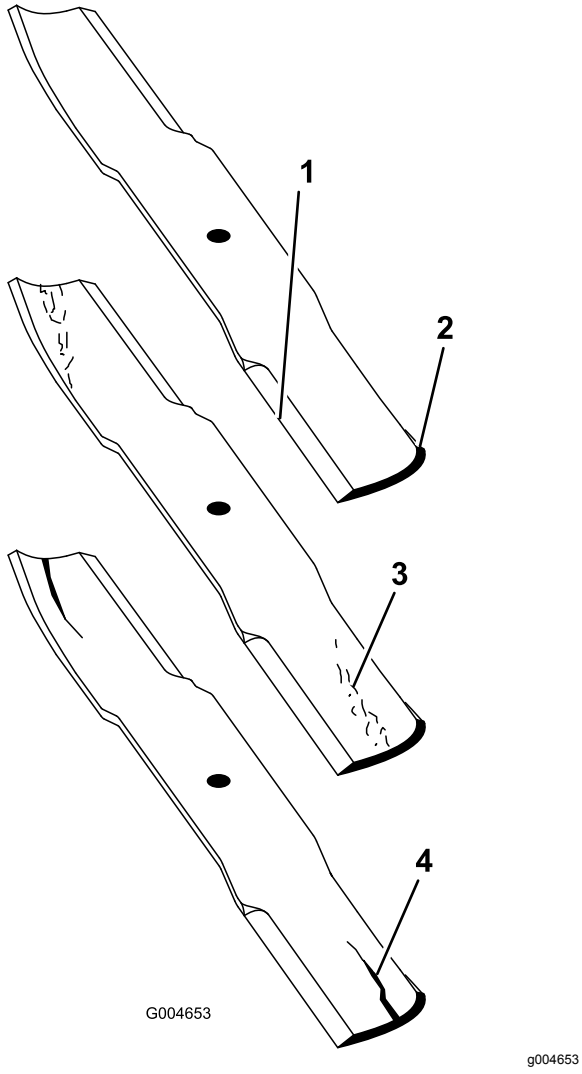

Figur 113
2. Undersøg omhyggeligt knivens skær, især der hvor den flade side og den buede side mødes (Figur 113). Da sand og slibematerialer kan bortslide det metal, der forbinder den flade og den buede side af kniven, skal kniven kontrolleres, før plæneklipperen anvendes. Hvis der opdages tegn på slitage (Figur 113), skal kniven udskiftes.